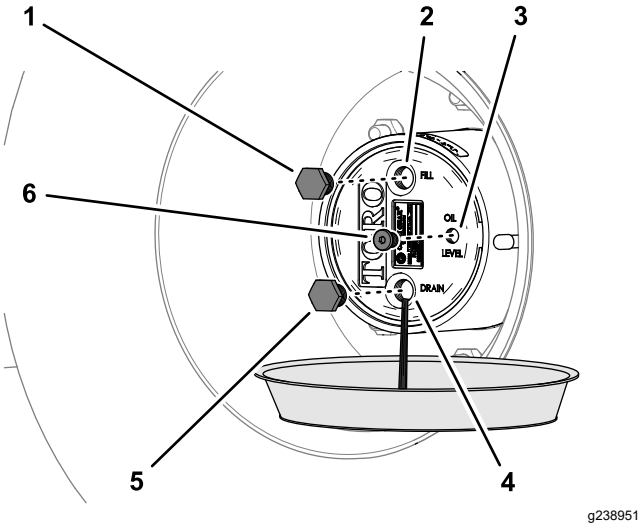

**Figur 94**
2. Placera ett dräneringskärl under planetväxelns nav, ta bort avtappningspluggen, påfyllningspluggen och kontrollpluggen och låt allt smörjmedel rinna ut (Figur 94).